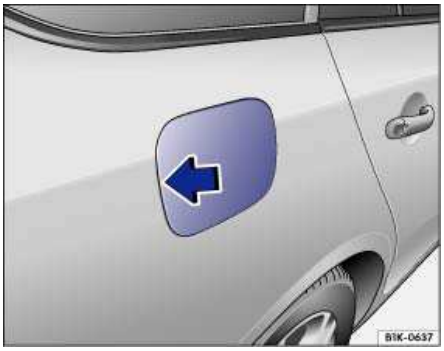

**Fig. 158** Right rear side of vehicle: Opening the fuel filler flap.
- Press on the back part of the fuel filler flap ⇒ fig. 158 (arrow) and fold open.